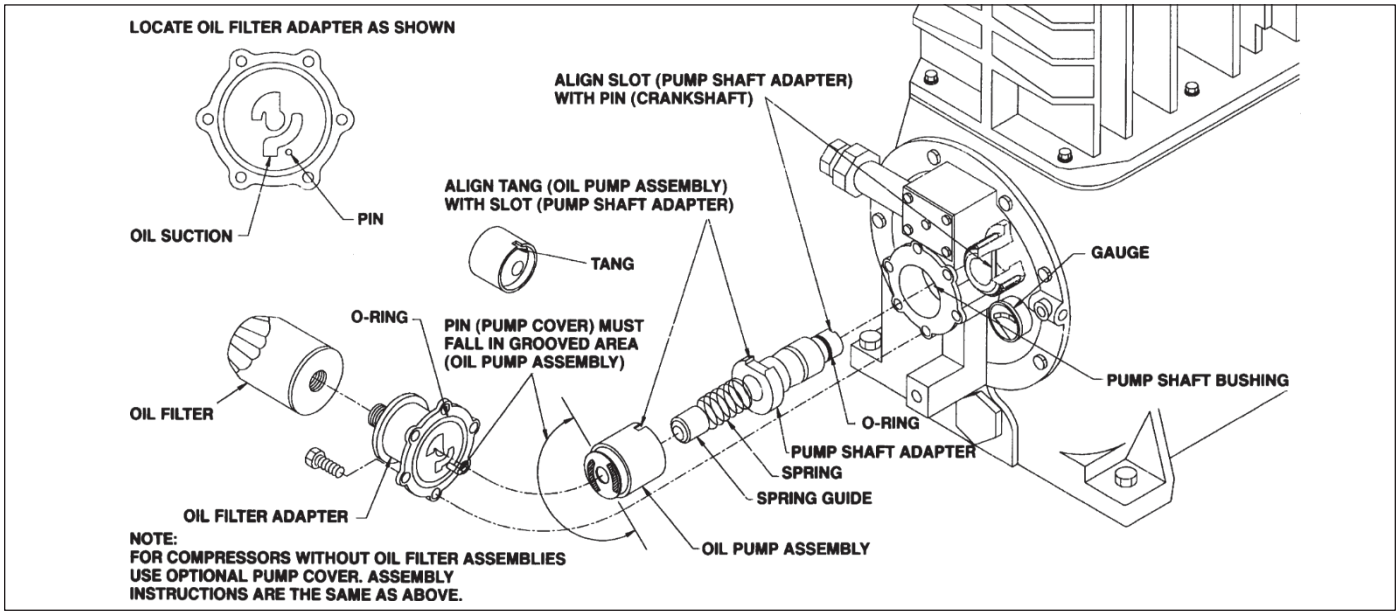

Figure 5.8
1. Pour vérifier la pompe à huile, dévissez le couvercle de la pompe et retirez la pompe à huile, le guide-ressort, le ressort et l'adaptateur d'arbre de la pompe à huile, comme indiqué à la figure 5.8.
4. Avant de remonter le mécanisme de la pompe à huile, remplacez les joints toriques dans le couvercle de la pompe à huile et sur l'arbre adaptateur de la pompe à huile (voir figure 5.8).